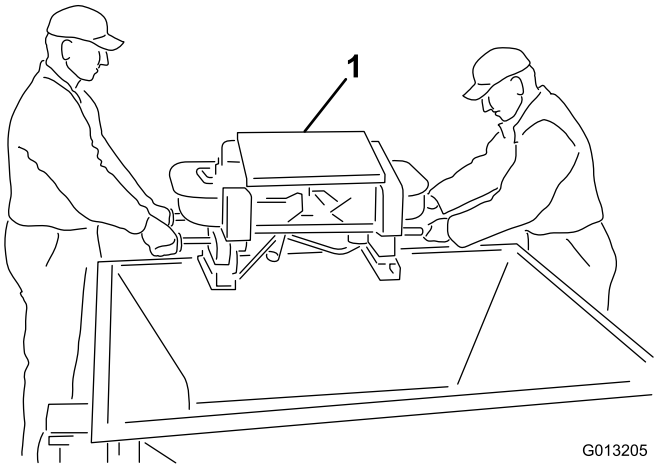

Figura 5
4. Este passo requer duas pessoas. Eleve o rotor duplo para fora da tremonha utilizando as pegas exteriores do rotor duplo. Coloque a unidade do rotor duplo no chão (Figura 5).